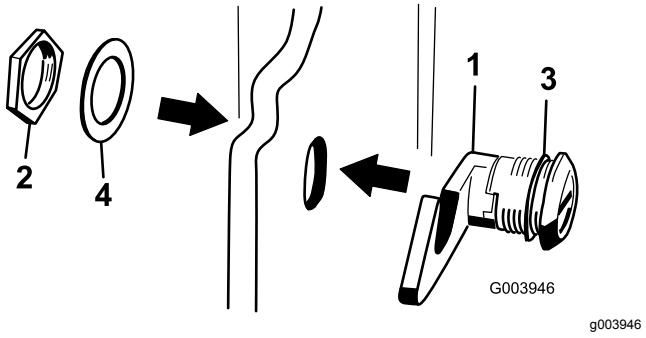

Рисунок 17
3. Отверните гайку с узла защелки капота (Рисунок 17).
4. Снаружи капота вставьте конец защелки с крюком через отверстие в капоте. Убедитесь, что резиновая уплотнительная шайба осталась на наружной стороне капота (Рисунок 17).